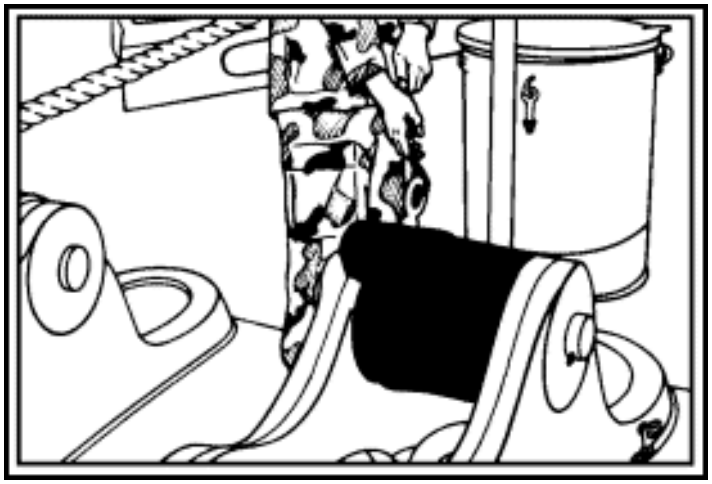

Figure 21-17. Removing the Devil's Claw
- Take off the devil's claw (Figure 21-17).